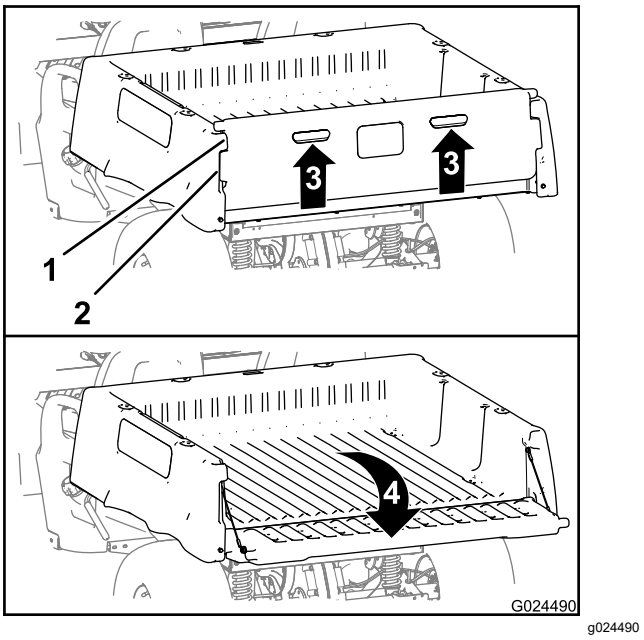

Figuur 15
2. Til de klepjes op het achterste paneel van de achterlaadklep omhoog (Figuur 15).
3. Lijn de borgflenzen van de achterlaadklep uit met de openingen tussen de flenzen van de achterlaadklep van de laadbak (Figuur 15).
4. Draai de achterlaadklep naar achteren en omlaag (Figuur 15).
6. Draai de achterlaadklep naar boven en naar voren tot de borgflenzen van de achterlaadklep gelijk komen met het vak voor de achterlaadklep in de laadbak (Figuur 15).
7. Laat de achterlaadklep zakken tot deze in de achterzijde van de laadbak zit (Figuur 15).